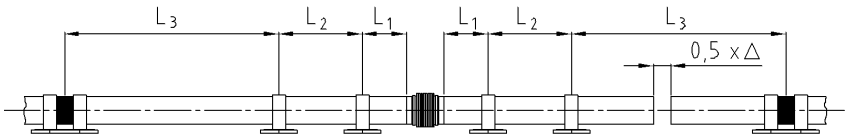

Bild 1
- Rohrleitung allseitig in der Stabachse ausrichten: Abstand der Rohrführungen gemäss Bild 1, Tabelle 3 und Diagramm 2 beachten.